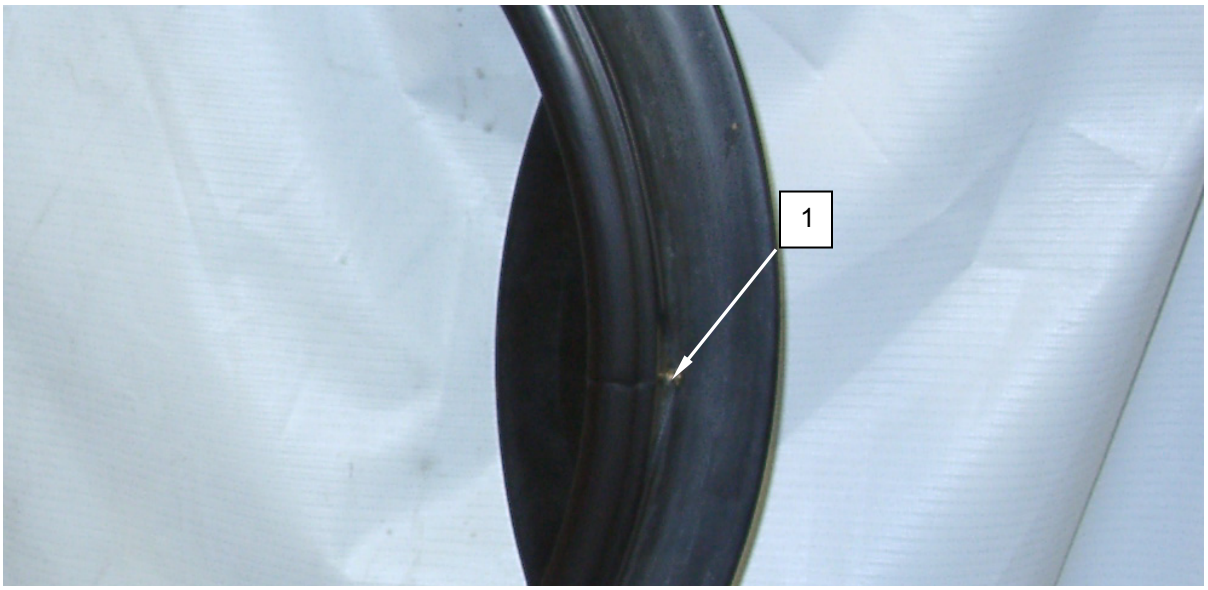

Figure 1. Adjust the Dryer Loading Door Catch Assembly.
3. Adjust door strike screw **(Figure 1, Item 1)** in or out as required.